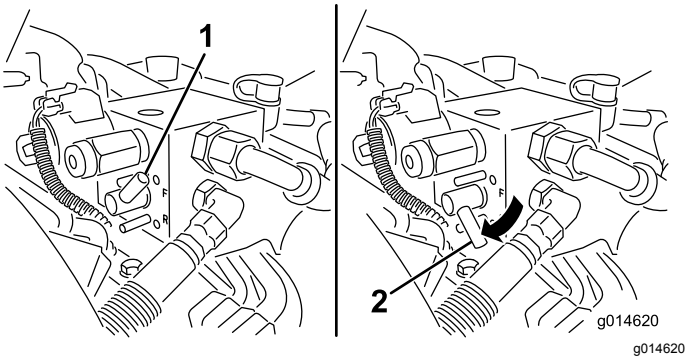

Rysunek 55
5. Ustaw dźwignię ostrzenia w położeniu wstecznym (R) (Rysunek 55).